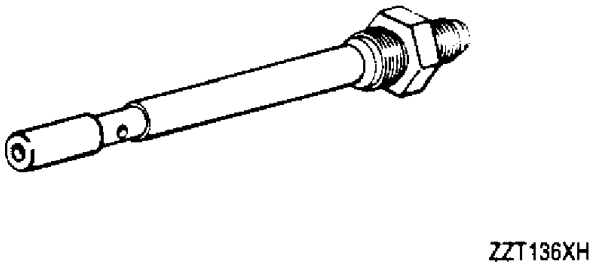
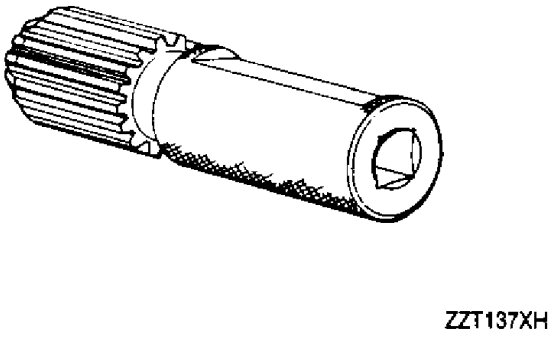

Figure 38. 6796089 Prop Brake Release Attachment
Figure 39. 23032404 or 6796182 Starter Shaft Turning Spline
(1) Remove plug facing downward below the oil pump mounting pad.
(2) Install 6796089 propeller brake release attachment (figure 38) into port at lower right hand side of rear housing.
(3) Connect shop air to release attachment at apply 60−100 psig pressure to propeller brake.
(4) Using 23032404 or 6796182 starter shaft turning spline (figure 39) attempt to turn starter shaft. If shaft does not turn operation is unsatisfactory. Remove propeller brake to determine cause. (QA)